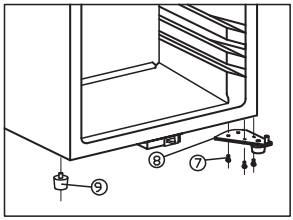

Abb. 5.3
- Entferne den langen Gehäusefuss auf der linken Seite und montiere ihn rechts. Abb. 5.3